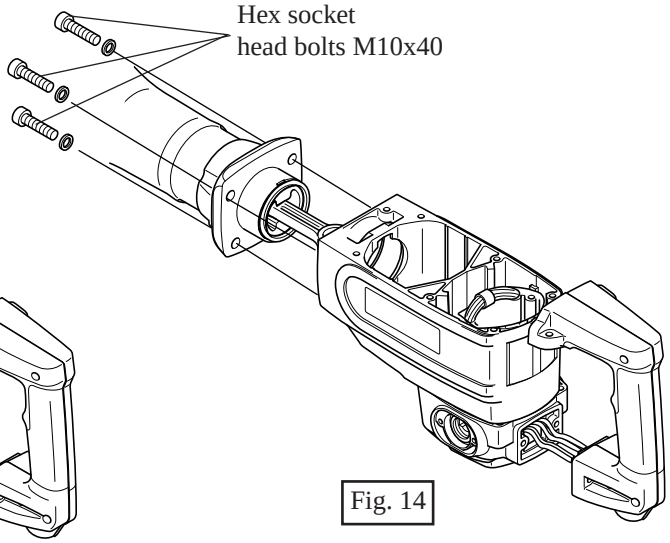

Fig. 14
(4) Take off hex socket head bolts M10x40. And then, separate barrel from crank housing. See Fig. 14.